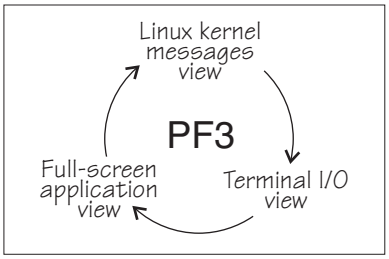

Figure 51. Switching views of the 3270 terminal device driver
The 3270 terminal device driver provides three different views. Use function key 3 (PF3) to switch between the views (see Figure 51).